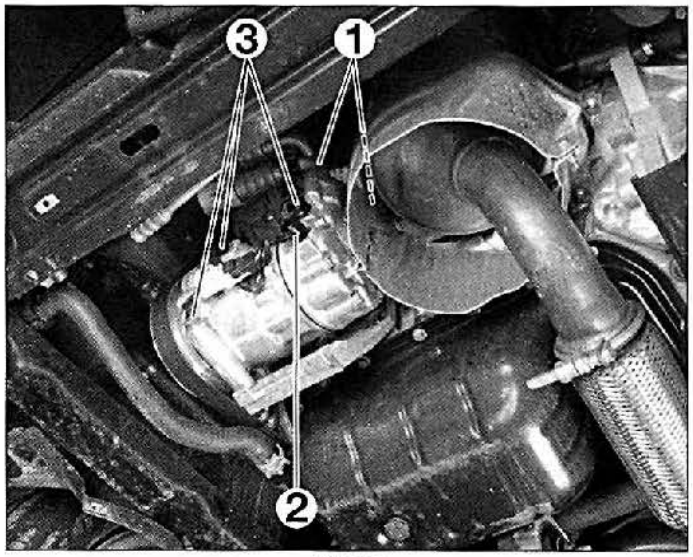

FIG. 27
- Desmontar los conductos (1) en el compresor **(fig. 27).**
- Desenchufar el conector (2).
- Desmontar los tornillos de fijación (3) del compresor y separar este último.